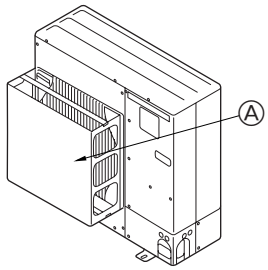

Fig. 2-4
② Установите дополнительный воздуховод, если прибор установлен в месте, где сильный ветер от тайфуна и т.д. может попадать непосредственно в вентиляционную решётку. (Fig. 2-4)